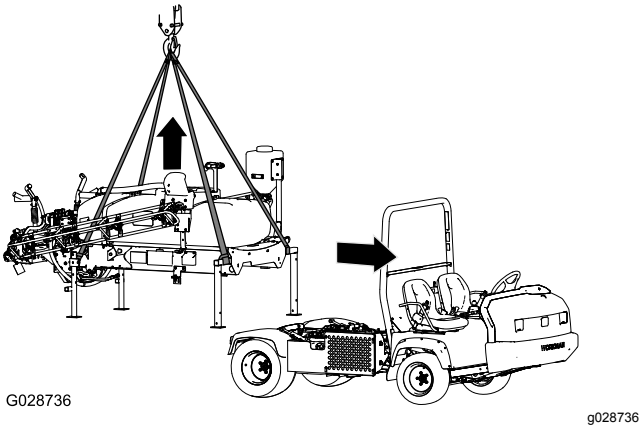

Figur 107
1. Sänk ned sprutramperna till cirka 45° och luta dem sedan framåt (Figur 107).
5. Fäst lyftutrustningen på de horisontella rören på de främre domkrafterna och de vertikala stolparna på de bakre domkrafterna (Figur 107).
7. Lyft upp tankplattformen från maskinen tillräckligt högt så att plattformen går fri från maskinen (Figur 107).